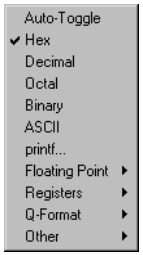

**Figure 5-47 Comms Channel Viewer formats**
**Format** Select this option to display the submenu shown in Figure 5-47.